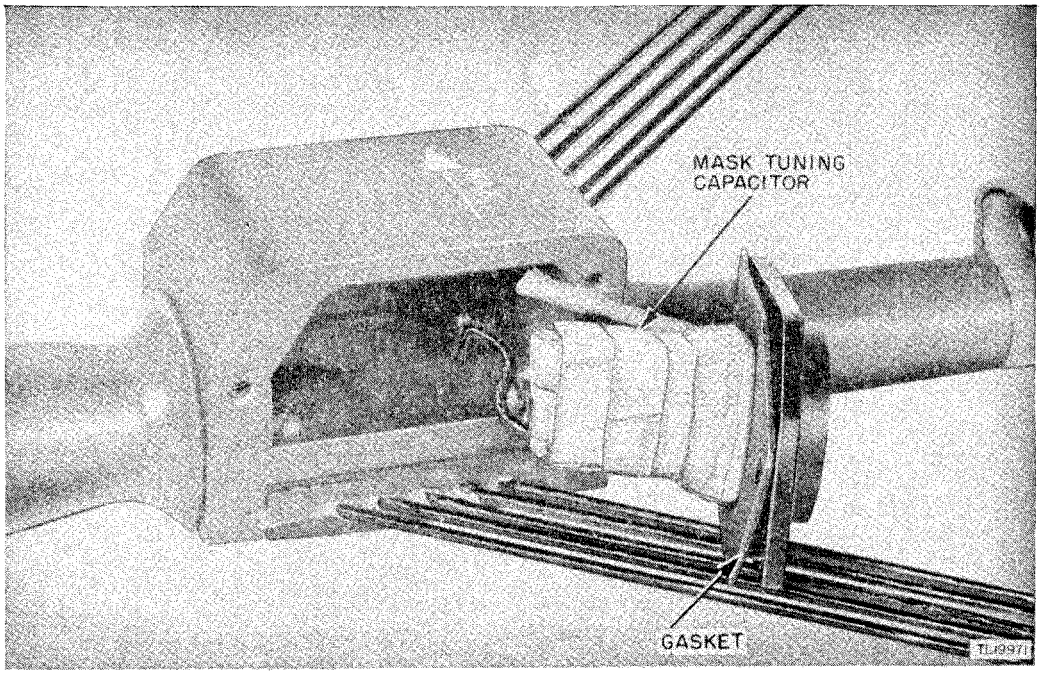

Figure 44. Tuning capacitor, masking.
b. DISASSEMBLY. (1) Erect the loop antenna by opening the four arms until the frame snaps into full open position.
(2) Remove the three screws that retain the bakelite panel on the side of the loop handle.
(3) Pull the panel out carefully as far as the wires attached to the tuning capacitor will allow. (See fig. 44.)
(3) Loop trimmer capacitor. (See fig. 44.)